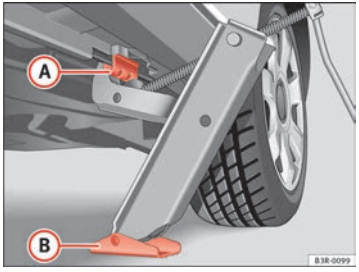

Fig. 181 Changing the wheel: Jack
– Align the jack so that the arm of the jack fits on the rib under the door sill ⇒ fig. 181 (A) and the movable base plate of the jack (B) is flat on the ground.